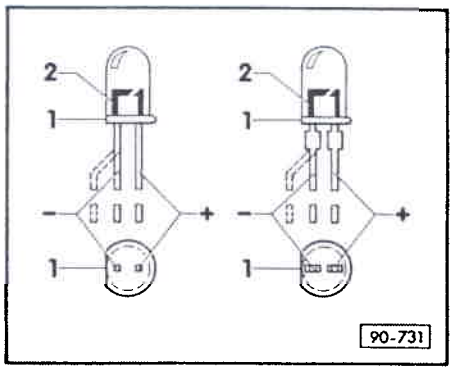

FIG. 6 POLARITÉ DES DIODES ÉLECTROLUMINESCENTES
- POLARITÉ DES DIODES ÉLECTRO-LUMINESCENTES ==> FIG. 6